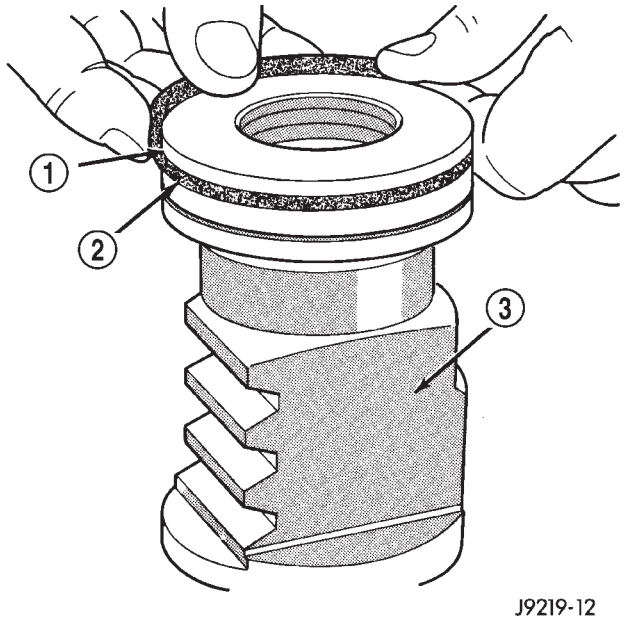

Fig. 38 Rack Piston Teflon Ring and O-Ring
(11) Remove teflon ring and O-ring from the rack piston (Fig. 38).